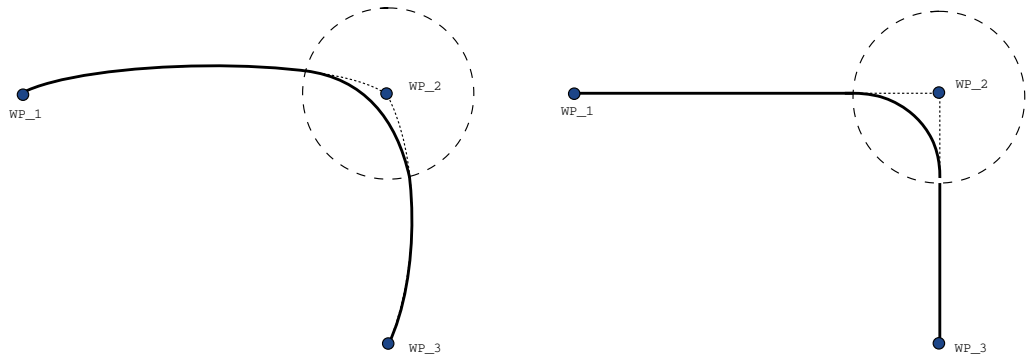

Figur 15.6: Förflyttning och förbigång i ledrummet (`FlyttaLed`) mot kartesisk rymd (`FlyttaLinjär`).
- **Blandningarna innefattar FlyttaJ** FlyttaJ blandningar orsakar en jämn kurva i ledens rymd. Detta gäller blandningar från FlyttaJ till FlyttaJ, FlyttaJ till FlyttaL och FlyttaL till FlyttaJ. Blandningen ger en jämnare och snabbare bana än rörelser utan blandning `(se figur 15.6)`. Om hastighet och acceleration används för att specificera hastighetsprofilen stannar blandningen inom blandningsradien under blandningen. Om du använder *tid* i stället för *hastighet* och *acceleration* för att specificera hastighetsprofil för **båda** rörelserna finns risk för överskjutningar när banan inte håller sig inom blandingens radie. Detta kan hända om de två banorna är mycket olika.